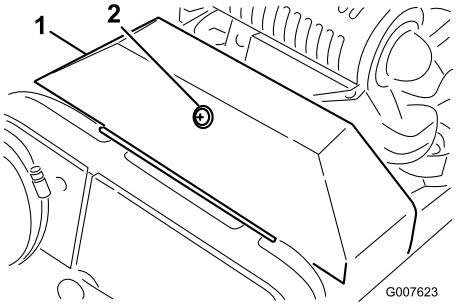

Bild 33
2. Lösen Sie den Halter, mit dem die Treibriemenabdeckung befestigt ist. Drehen Sie die Abdeckung, um sie zu öffnen (Bild 33).